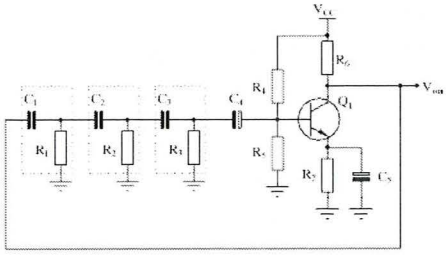

Figure 2.12
1. From the circuit in Figure 2.12. Answer question below.